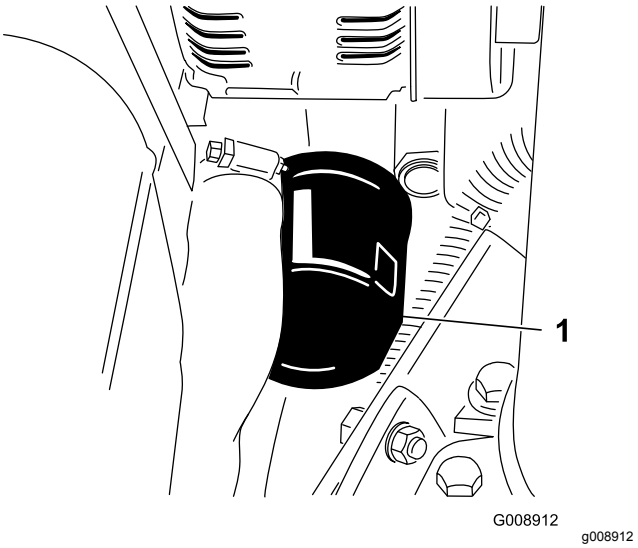

Figur 64
2. Ta av oljefilteret (Figur 64).